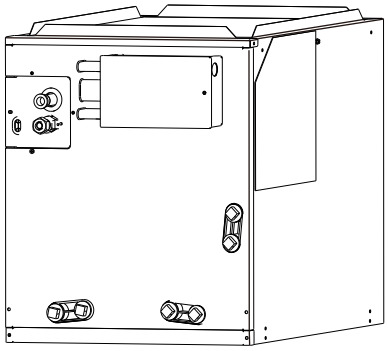

Fig. 3-4 Front view
2. Open the upper cover of the leak mitigation control kit,and fix the kit on the front or side of Acoil with self-tapping screws. Pay attention to the sponge pad in the accessory bag. This should be placed on the back of the mitigation kit to avoid damage to the A-Coil. See example in Fig 3-4.
(7) The kit is not allowed to be installed in the lower half of the coil front panel because there is a coil inside that could be punctured by screws. This area is shown by the shaded area in Fig.3-4.